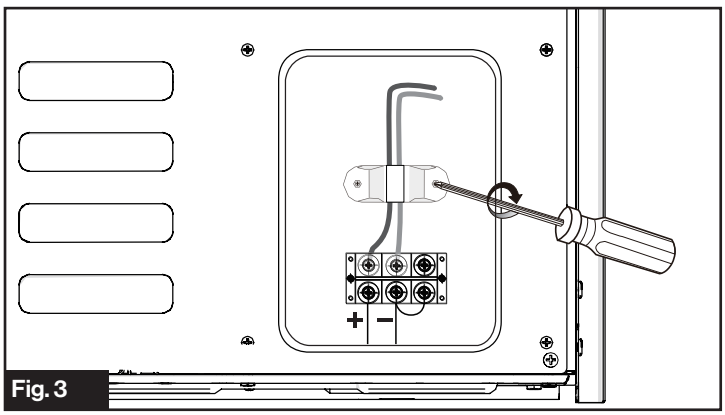

Fig. 3
4. Sujete el cable con la prensa de descarga de tracción y vuelva a colocar la tapa de los conectores. (Fig. 3)